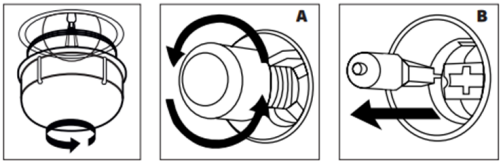

Abbildung 23 | Abbildung 24 | Abbildung 25
2. Entfernen Sie den Glasschutz, indem Sie ihn gegen den Uhrzeigersinn drehen. (Siehe Abb. 23) Wenn Sie Schwierigkeiten beim Drehen haben, können Sie Plastikhandschuhe verwenden